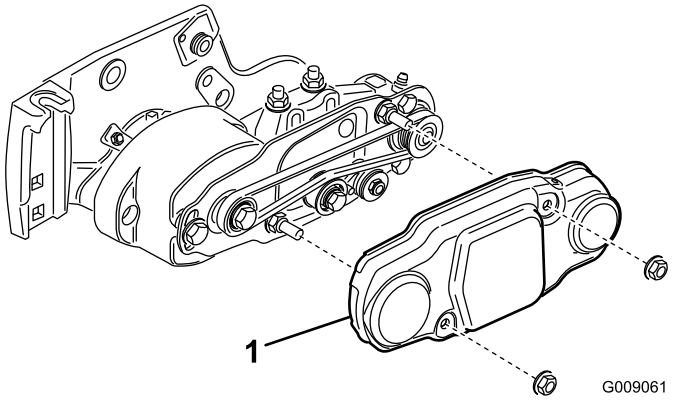

Figure 15
3. Retirez les (2) écrous de fixation du couvercle de la brosse de rouleau et déposez le couvercle (Figure 15).